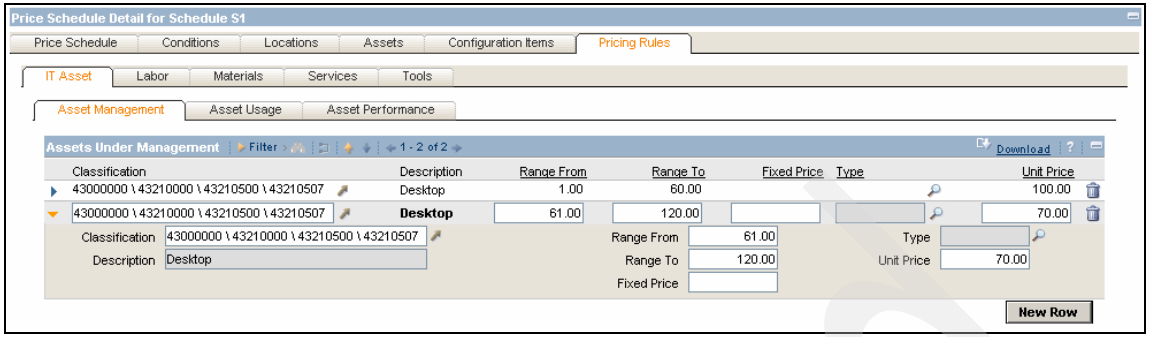

Figure 12-17 Assets Under Management 61 to 120 assets
17. Populate the fields with the following values, as shown in Figure 12-17 on page 224.